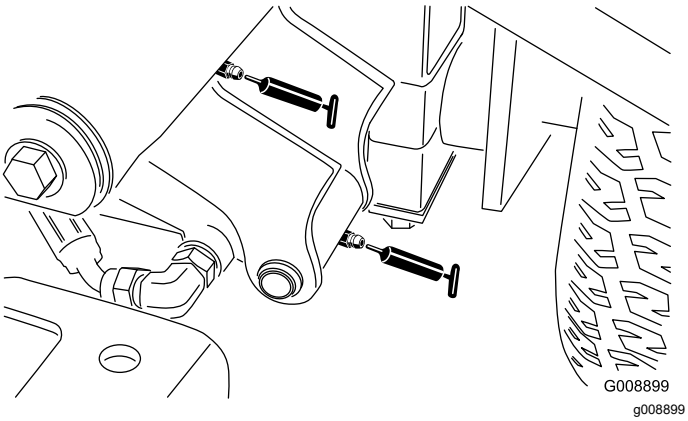

Figuur 50
- Draaipunt van voorste hefarm links en hefcilinder (2) (Figuur 50)